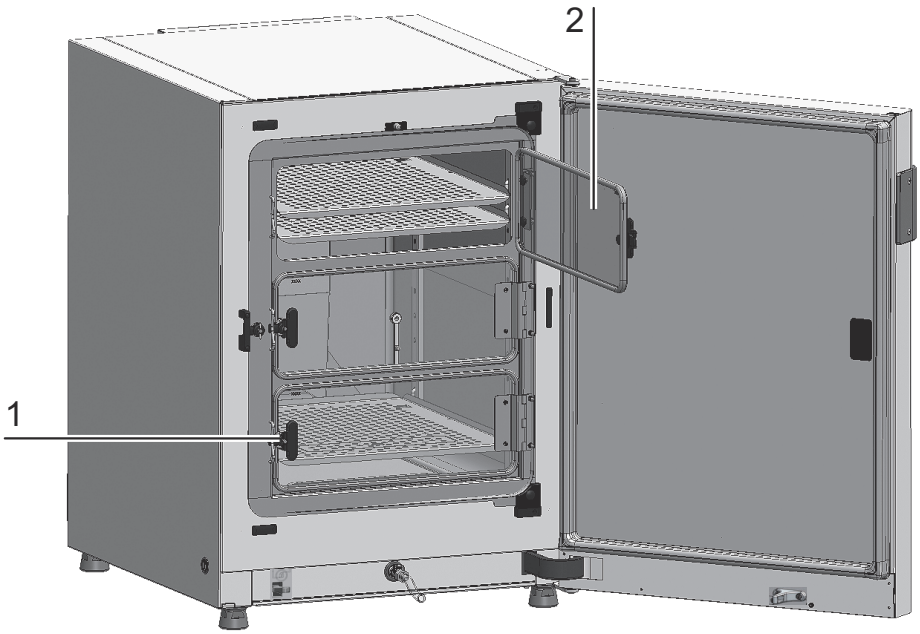

图 3-12. 带 3 重气门的 ***STERI-CYCLE i160 LK***
- ***STERI-CYCLE i160***：3 重气门（参见图 3-12），
气门的每一个玻璃门 (2/ 图 3-12) 都有自己的锁定装置 (1/ 图 3-12)。